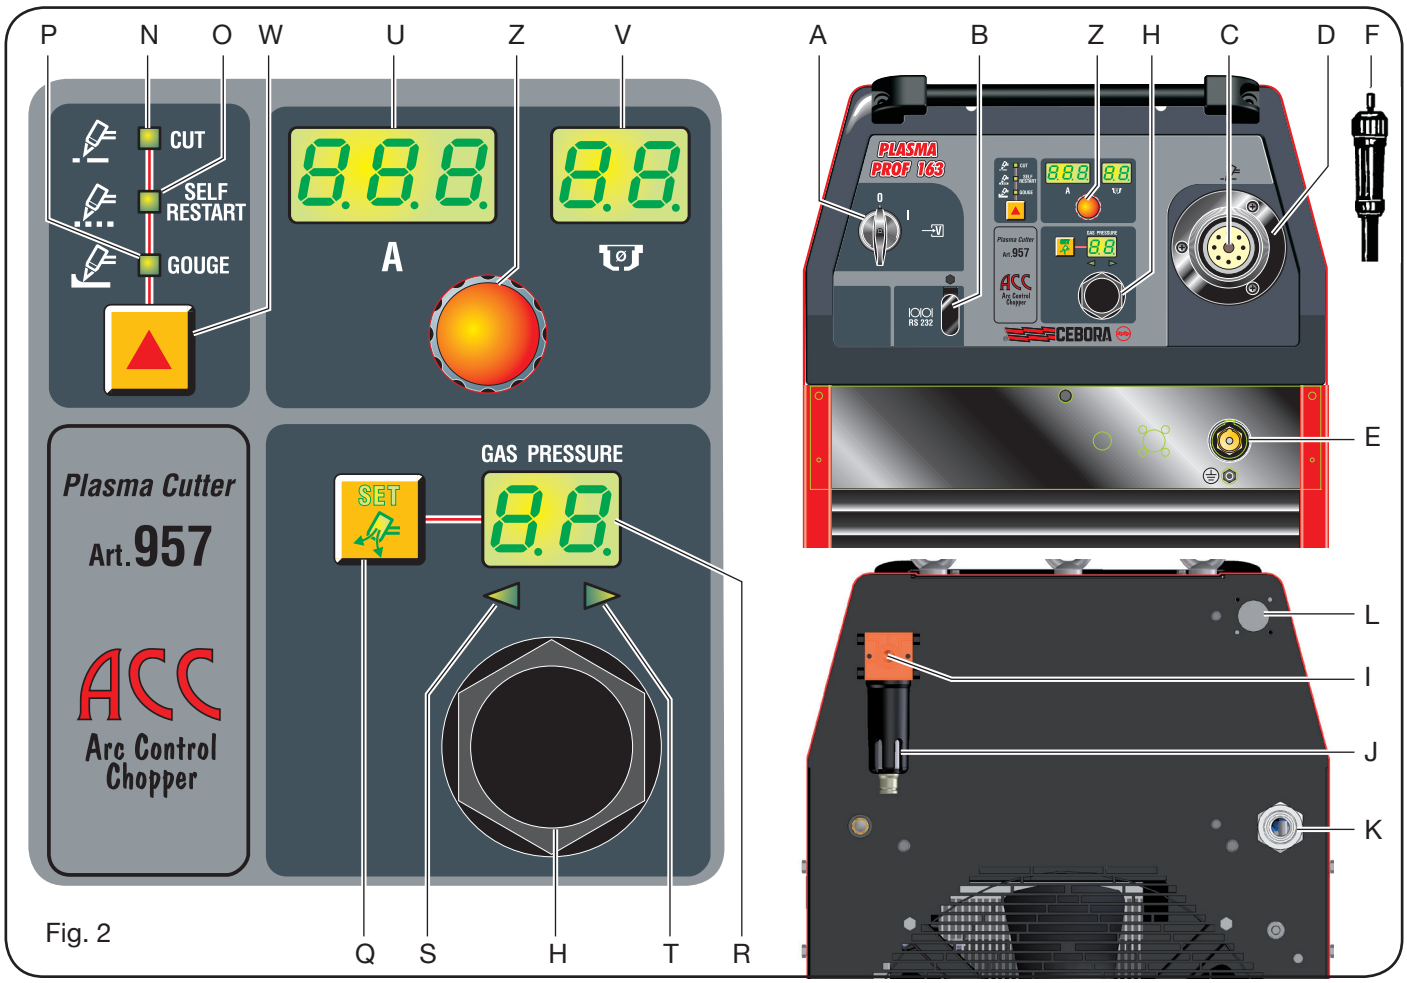

Fig. 2
2.2 BESKRIVELSE AF APPARATET (fig. 2)
b) Skal man i tilfælde med stiktilslutning, anvende en der har en kapacitet der er i overensstemmelse med skiltets data. I dette tilfælde skal stikket bruges til fuldstændigt at frakoble maskinen fra nettet, efter at have stillet afbryder **A** (fig. 2) på "O" .